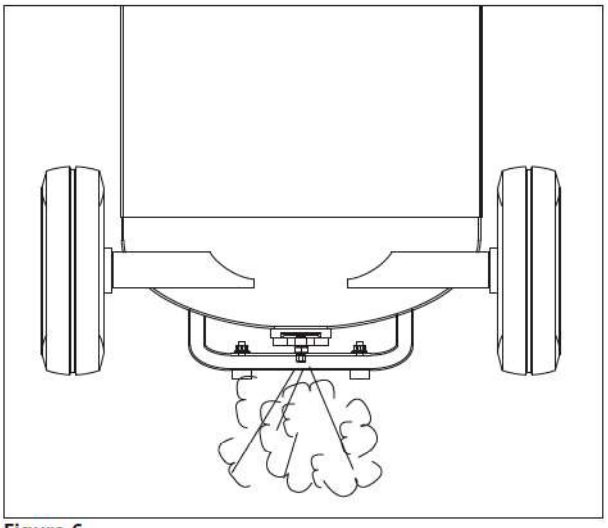

Figura 6
2. Abra la válvula de desagüe inferior del tanque (consulte la figura 6). Gire la válvula de salida para abrir el flujo de aire.